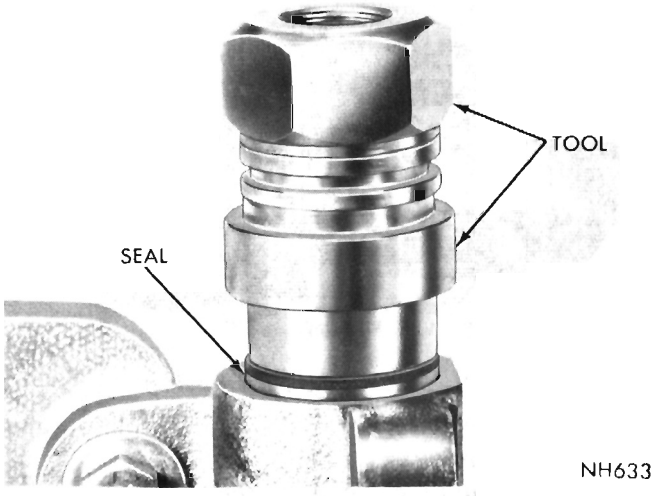
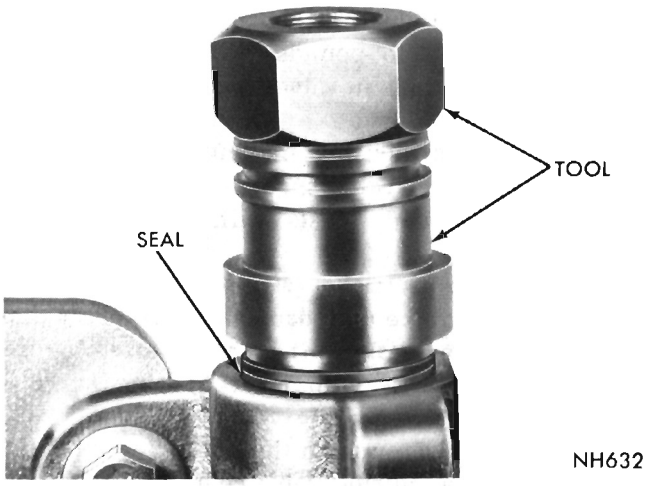

Fig. 6—Installing Gear Shaft Inner Oil Seal
Fig. 7—Installing Gear Shaft Grease Retainer
(4) Remove oil seal snap ring with pliers Tool C-3229 and remove seal back-up washer.
(5) Use Tool C-3880 in same manner as outlined in step (3) to remove inner seal.
(6) Place tool adapter SP-3828 with long step of adapter against new seal and slide it over shaft with seal lip toward housing (Fig. 6). Install tool nut on gear shaft and tighten tool nut until shoulder of tool adapter contacts gear housing.
(7) Remove tool nut and adapter and install seal back-up washer and oil seal snap ring with sharp edge out.
(8) Position grease retainer in housing bore. Place tool adapter SP-3828 with short step of lip against seal (Fig. 7). Install tool nut on gear shaft and tighten tool nut until shoulder of tool adapter contacts gear housing.
(9) Place steering gear and front wheels in straight ahead position and install steering gear arm and nut.
(10) Tighten steering gear arm nut to 175 foot-pounds.